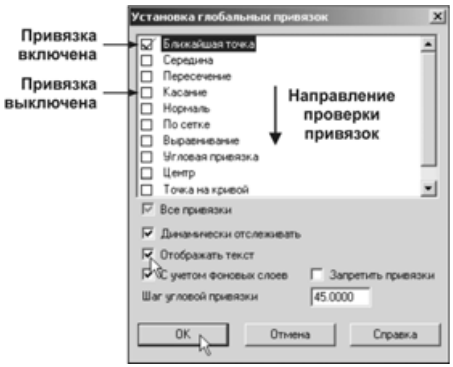

Рис. 2.28
- Прокрутите список привязок вниз и дополнительно отключите привязку **Точка на кривой**. Щелчком на кнопке **OK** закройте диалоговое окно (рис. 2.28).